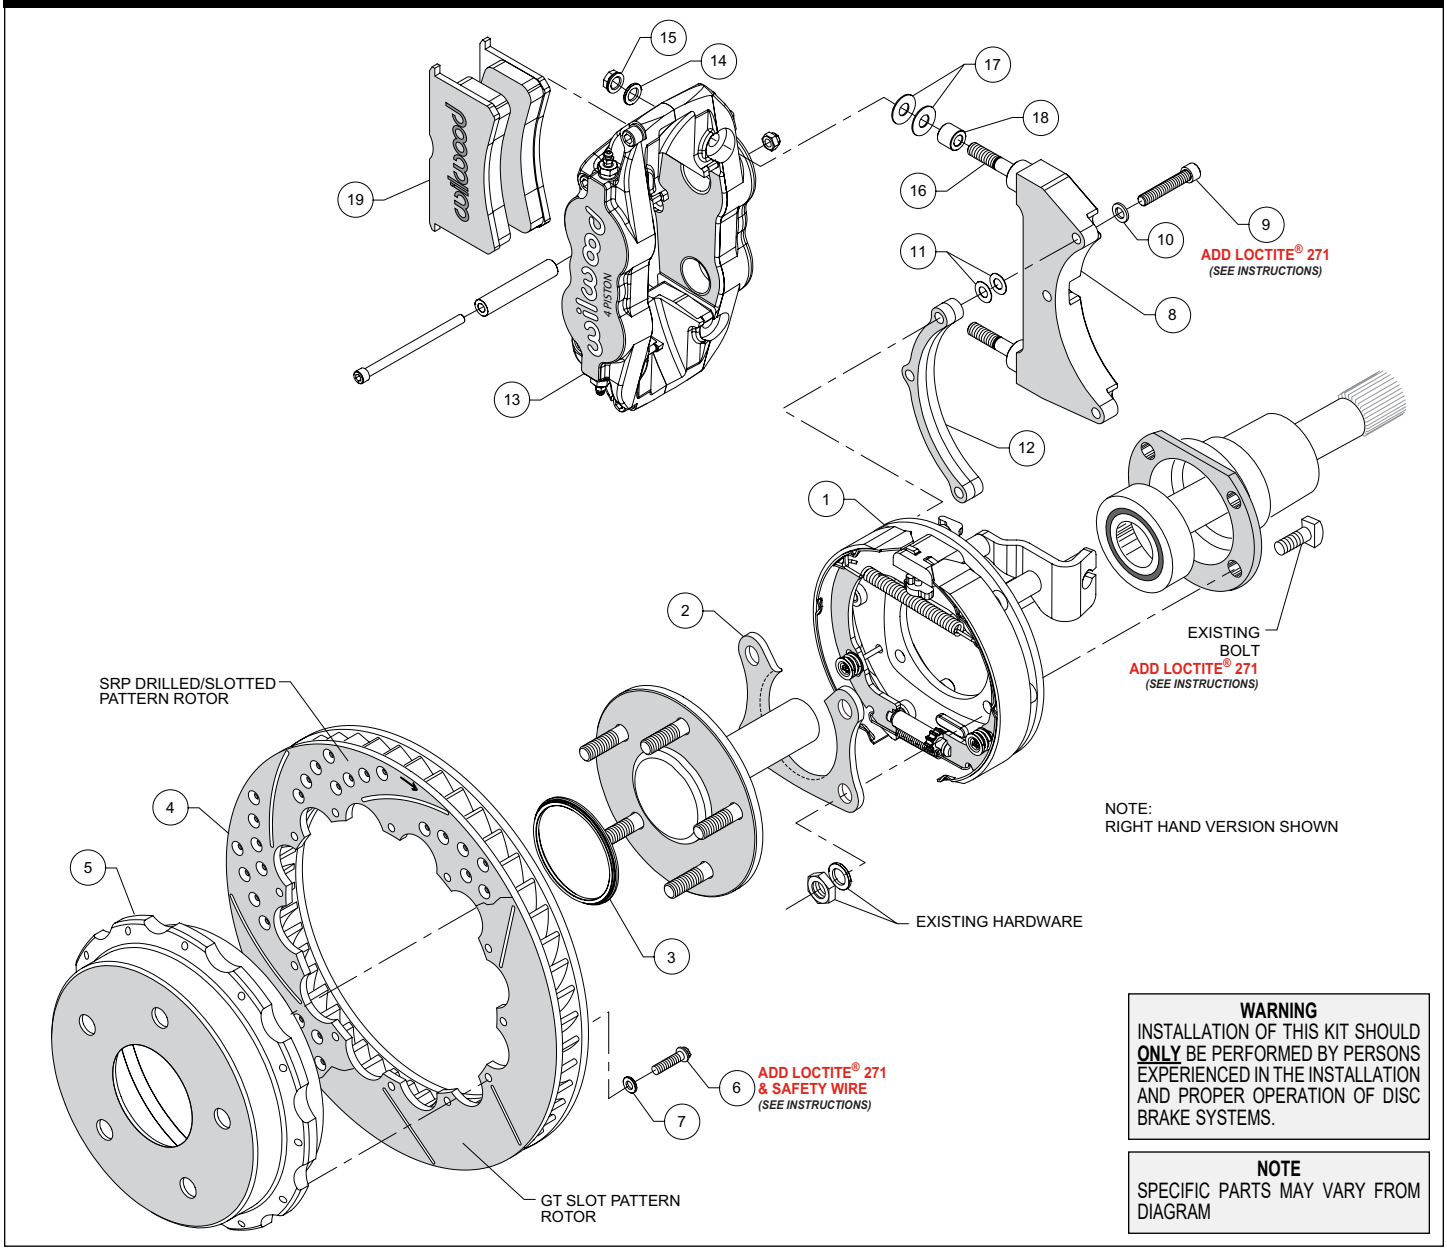
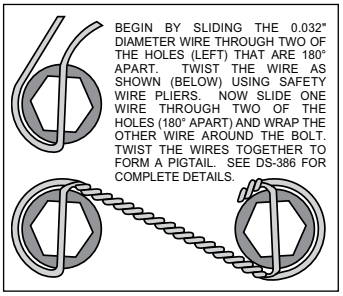

Figure 1. Typical Installation Configuration
Figure 5. Safety Wire Diagram
Assembly Instructions (numbers in parenthesis refer to the parts list, and Figure 1 on the preceding pages): ***CAUTION:*** *All mounting bolts must fully engage clinch nuts.* Be sure to check that all bolts are either flush or protruding through flanged side of clinch nut after shimming.
•Orient the bracket assembly (1) as shown in Figure 1 and Photo 1 and slide it onto the axle. Insert the axle and bracket into the axle housing. Ensure that the bracket assembly backing plate fits flush against the axle housing flange.
•Install the bearing retainer (2) with the opening pointing upward and the lip facing inward (toward the bearing), as shown in Figures 1 and 4, and Photo 2. Secure retainer and bracket assembly to the axle housing flange using the Original Equipment Manufacturer (OEM) bolts, washers, and nuts, Figure 1. Apply red *Loctite*® 271 to the OEM bolt threads and torque to OEM specifications.
•***NOTE:*** *Please reference the caution statement at the beginning of the assembly instructions.* The caliper mounting bracket (8) should initially be installed with clean, dry threads on the mounting bolts. Orient the bracket as shown in Figure 1 and Photo 3, and install using bolts (9) and flat washers (10). Initially place two .015" shim washers (11) on each bolt between the bracket (8) and spacer (12), Figure 1. Temporarily tighten the mounting bolts. ***NOTE:*** *End of bolt should not exceed inside face of insert. The bracket must tighten squarely against the back side of the bracket kit assembly (1).* Inspect for interference from casting irregularities, machining ridges, burrs, etc. Later, after the caliper alignment has been checked, the mount bolts will be secured using red *Loctite*®.
•Orient the rotor (4) and the hat (5) as shown in Figure 1 and Photo 4. Attach rotor to hat using bolts (6) and washers (7). Apply red *Loctite*® 271 to the bolt threads and torque to 140 **in-lb** using a criss-cross pattern. For an added measure of security, the bolts may be safety wired using standard 0.032 inch diameter stainless steel safety wire as shown in Figure 5. Please refer to Wilwood's data sheet DS-386 (available at www.wilwood.com/Pdf/DataSheets/ds386.pdf) for complete safety wire installation instructions.
•Slide the rotor registration adapter (3) onto the axle register on the axle flange with the smaller O.D. facing toward the rotor/hat (4/5), Photo 5. Align the hole pattern in the hat with the stud pattern on the axle flange and slide into place, Figure 1 and Photo 6. ***NOTE:*** *The rotor/hat must fit flush against the axle flange or excessive rotor run out may result.* Install three lug nuts (finger tight) to keep the rotor/hat assembly in place while continuing with the installation. ***NOTE:*** *Some OEM and after market axles come with stud sizes larger than 0.50" diameter. Verify stud size and have a qualified machine shop drill the bolt circle of the hat/rotor to the correct stud size, if necessary.*
•Initially place two .035" thick shims (17) and spacer (18) on each stud as shown in Figure 1 and Photo 7. Mount the caliper (13) onto the bracket (8) using lock nuts (15) and washers (14), Figure 1. Temporarily tighten the lock nuts and view the rotor through the top opening of the caliper. The rotor should be centered in the caliper, Photo 8. If not, adjust by adding or subtracting shims (11) between the bracket (8) and the spacer (12). Always use the same amount of shims on each of the three mounting bolts. Once the caliper alignment is correct, remove the bracket mounting bolts (9) one at a time, apply red *Loctite*® 271 to the threads, and torque to 180 **in-lb**.